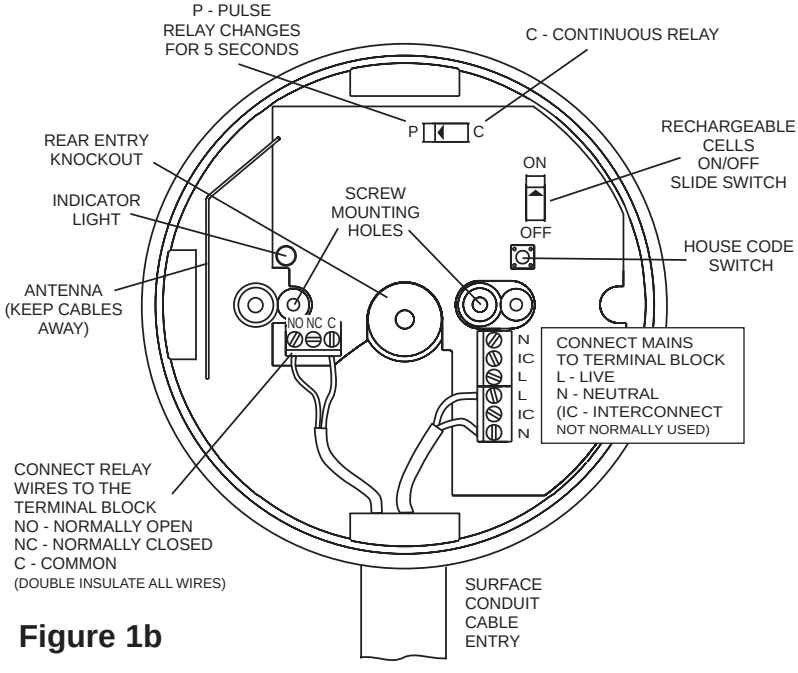

Figure 1b
The Ei428 RadioLINK Relay Module is powered by the 230VAC mains and has rechargeable back-up cells. As supplied the relay operates continuously (i.e. it switches when one of the smoke / heat alarms detects fire and switches back when the smoke clears). When the slide switch is moved to the pulse 'P' position (see figure 1b) the relay will switch when fire is detected but will automatically switch back after 5 seconds. This is commonly used with warden call systems where only momentary short circuit signalling is required.
from the knockout, making sure that there is no gap when mated with ducting/conduit. There is one suitable knockout (the other two surface entries are not recommended as the wiring will reduce the antenna signal). See figure 1b.
4. Screw the Ei428 module to the wall after first removing the required knockout and bringing the house wires through it (see figure 1b).
5. Connect the house wires (L-Live, N-Neutral) to the terminal block as shown in figure 1b (Note the interconnect can be hard wired to a non radio link Ei mains powered smoke alarm (Ei141, 144, 146, 151TL, 154TL, 156TLH, 161, 161R, 164, 166, 166R) to switch the relay, if required). NB: The unit must not be earthed so do not connect a green / yellow or copper earth wire to any terminal.
If momentary relay operation is required, carefully and gently slide the yellow switch to the “P” position with a small screwdriver (see figure 1b). This **must** be done before the mains power is connected or the rechargeable cells are activated.
7. Connect the rechargeable cells by carefully and gently sliding the switch to the “on” position See figure 1b.
9. Connect the mains power to the Ei428 module. Check the green light is on. If a red light flashes every 10 seconds then switch off the mains power, remove the cover and check that the battery slide switch is in the “On” position (see figure 1b). Replace the cover and turn the mains power back on. If there is still a problem the rechargeable cells may be depleted, leave the unit on mains power for 2 hours to charge and test again.
(i) Check that the green light is on and that it is not flashing red once every 10 seconds. If it is, this indicates that either the rechargeable cells in the RadioLink Relay are not connected or depleted. Disconnect the mains supply. Remove the cover and gently slide the battery slide switch (see fig 1b) into the “on” position. If the green light is still changing to flashing red every 10 seconds, leave it for 2 hours to charge and then re-check it.
If your RadioLink Relay fails to work after your have carefully read all the instructions, checked that the unit has been installed correctly, and is receiving AC power (green light on) contact Customer Assistance at the nearest address given at the end of this leaflet. If it needs to be returned for repair or replacement, open cover and turn off rechargeable cells with slide switch (see fig 1b). Put the RadioLink Relay in a padded box and send it to “Customer Assistance and Information” at the nearest address given on the unit or in this leaflet. State the nature of the fault, where the RadioLink Base was purchased and date of purchase.